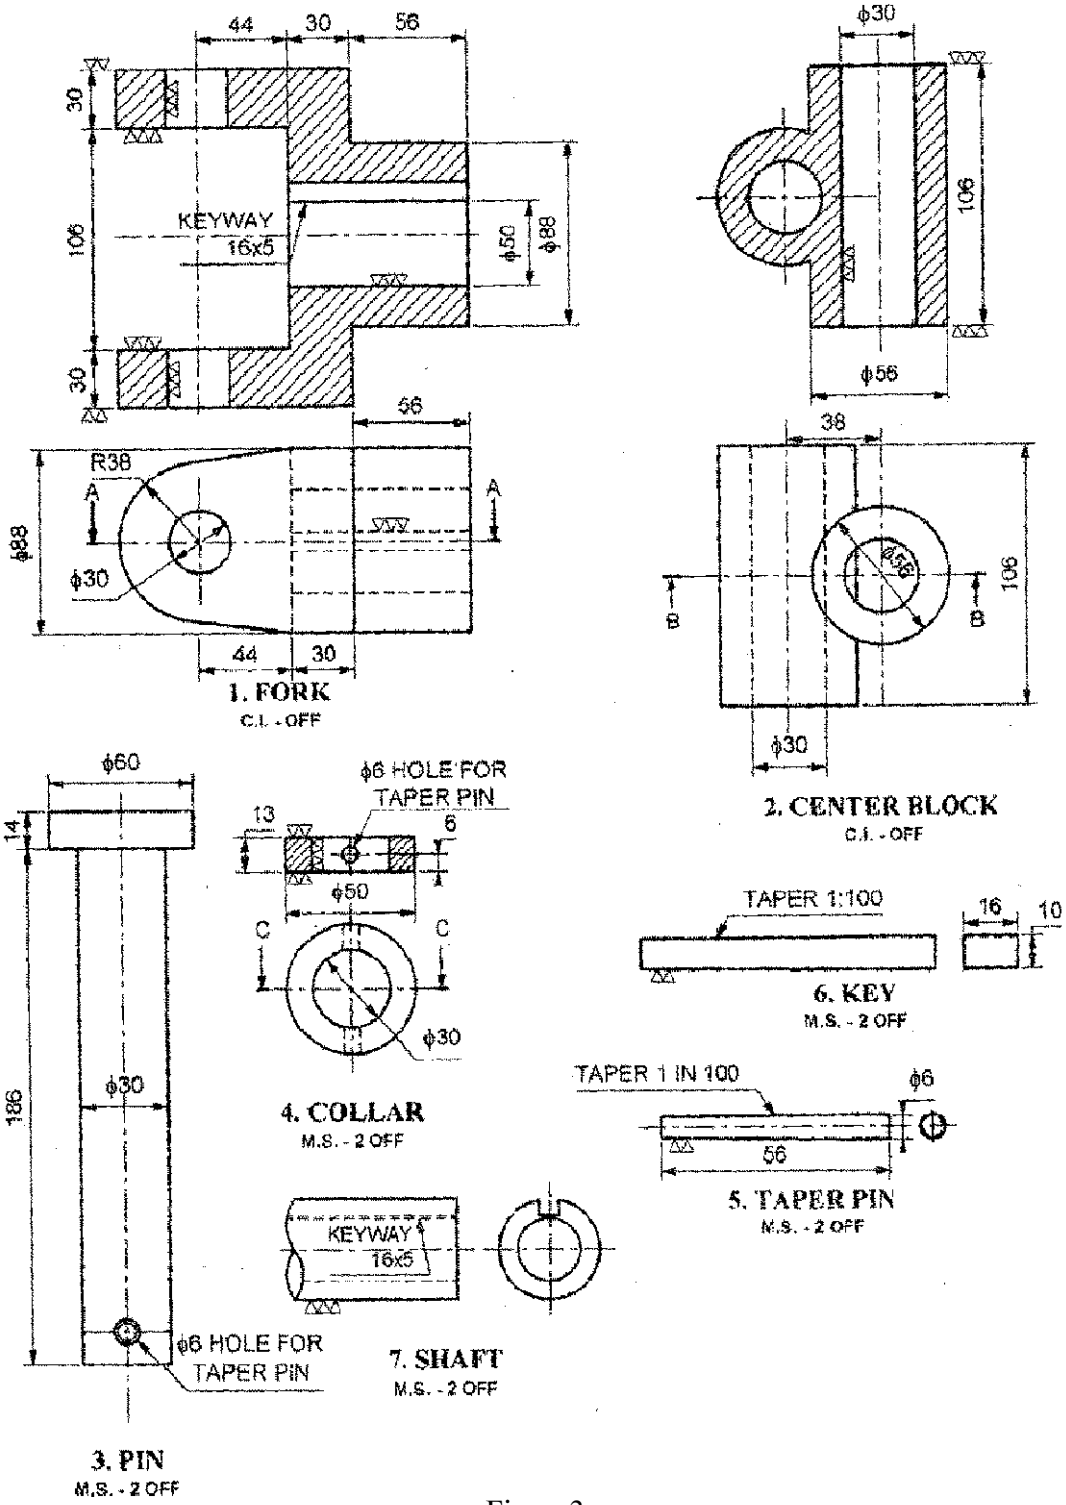

Figure 3
b) Figure 3 shows the details of universal coupling. Draw the following views of assembly.